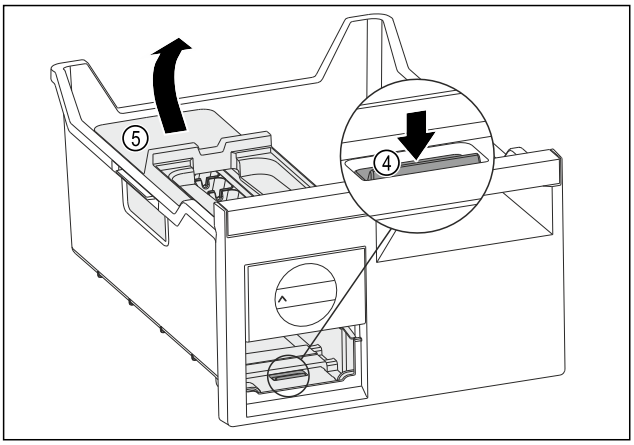

Fig. 141
▶ Vyjmutí korpusu EasyTwist-Ice: Lamelu *Fig. 141 (4)* zatlačte prstem směrem dolů a zároveň nadzvedněte druhou rukou korpus EasyTwist-Ice *Fig. 141 (5)* zezadu.